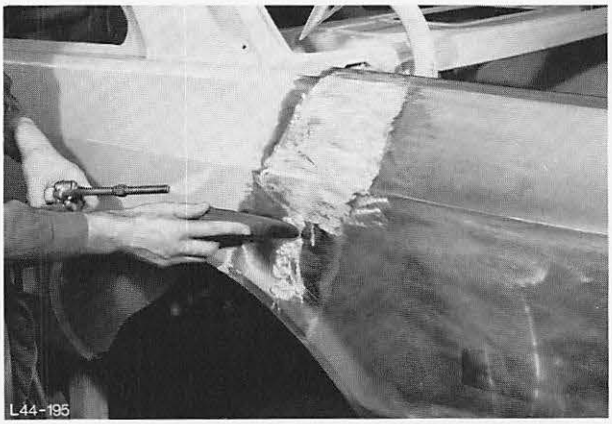

Abb. 192 Verbindungsnaht verschwemmen
22. Verbindungsnaht – Teileinsatz verzinnen und verschwemmen, Abb. 192.